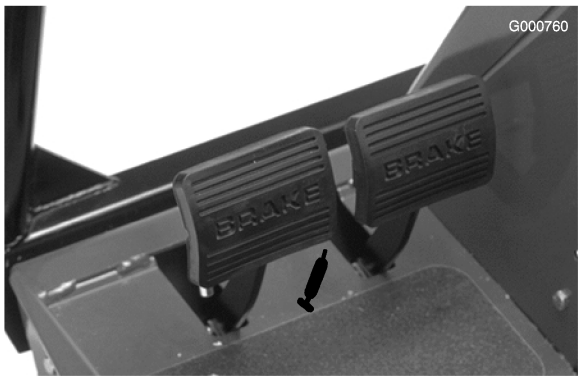

Figuur 37
- As van rempedaal (1) (Figuur 37)